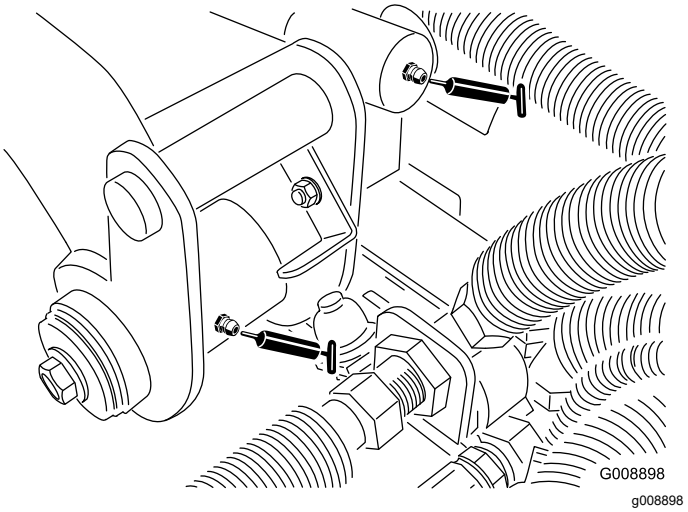

Rysunek 60
- Oś i siłownik tylnego ramienia podnoszącego (2 złącza Rysunek 60)